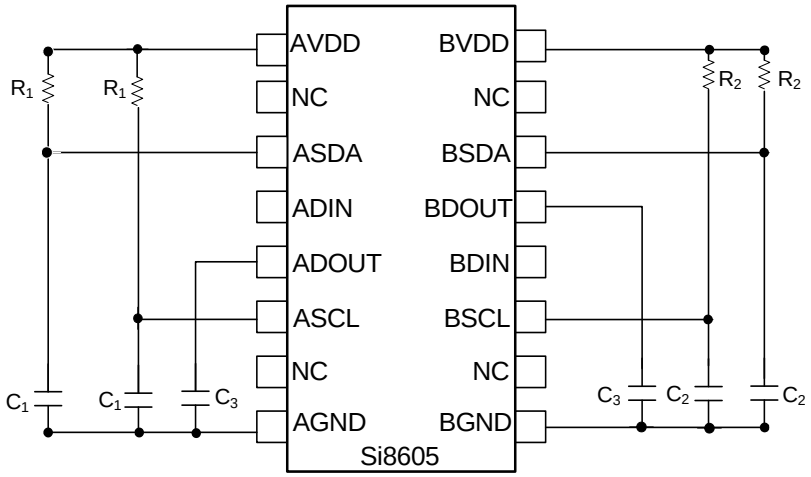
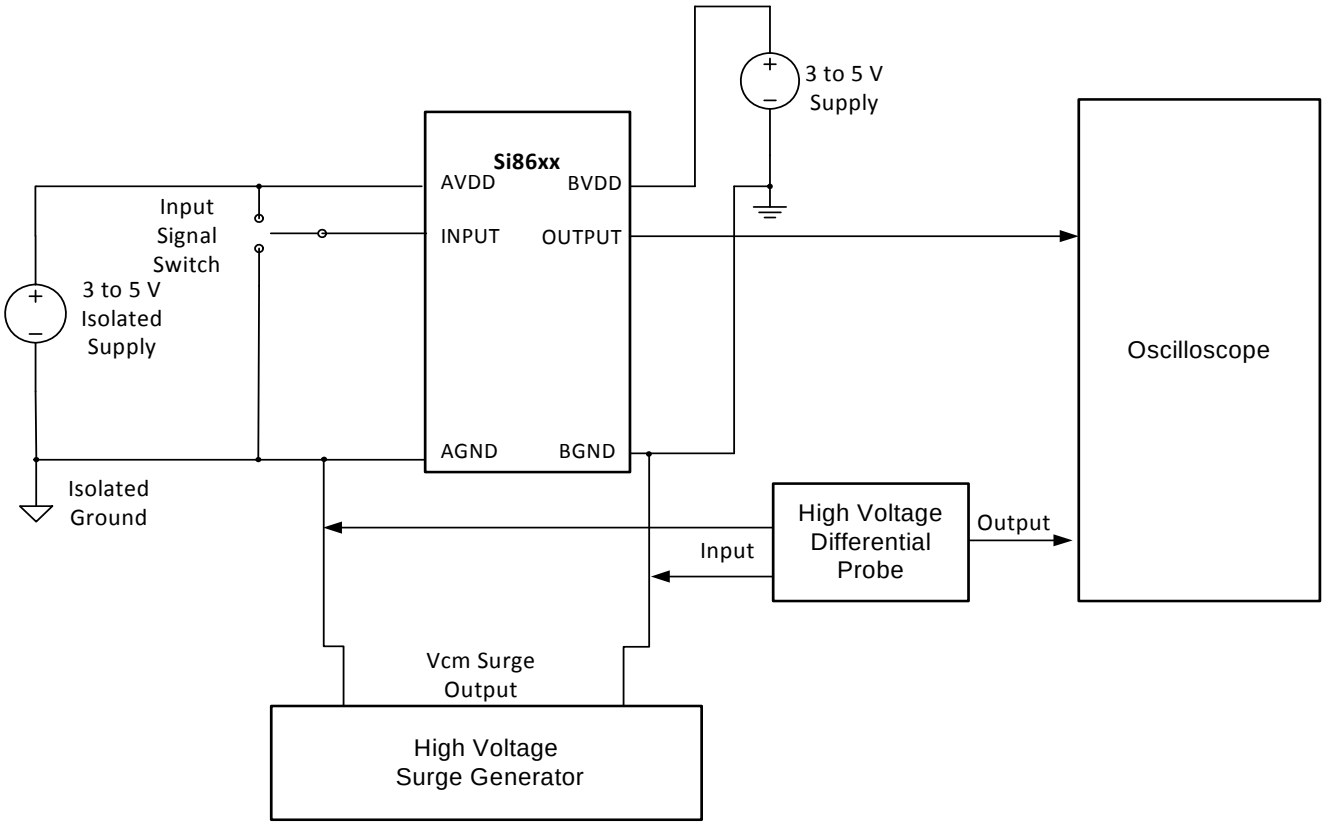

Figure 2. Simplified Timing Test Diagram
Figure 3. Common Mode Transient Immunity Test Circuit
3.0 V < VDD < 5.5 V. TA = –40 to +125 °C. Typical specs at 25 °C (See Figures 2 and 10 for test diagrams.)
Figure 2 depicts the timing test diagram; Figure 3 depicts the CMTI test diagram.